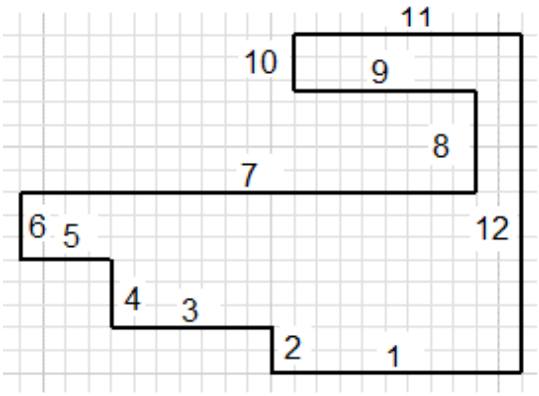

Figure 2-105 *Sketch after drawing the lines*
*(Move the cursor toward left, enter **22** in the length input field, enter **90** in the angle input field of the Dynamic Input, and press Enter).* Line 1 is drawn, as shown in Figure 2-105.
*(Move the cursor upward in the graphics window. Next, enter **4** in the length input field, press Tab, enter **90** in the angle input field, and press Enter).* Line 2 is drawn, as shown in Figure 2-105.
*(Move the cursor toward left in the graphics window. Next, enter **14** in the length input field, press Tab, enter **90** in the angle input field in the Dynamic Input, and press Enter).* Line 3 is drawn, refer to Figure 2-105.
2. Select the line 8 and then line 9, refer to Figure 2-105; a fillet is created between these lines and the radius of the fillet is displayed in the sketch.